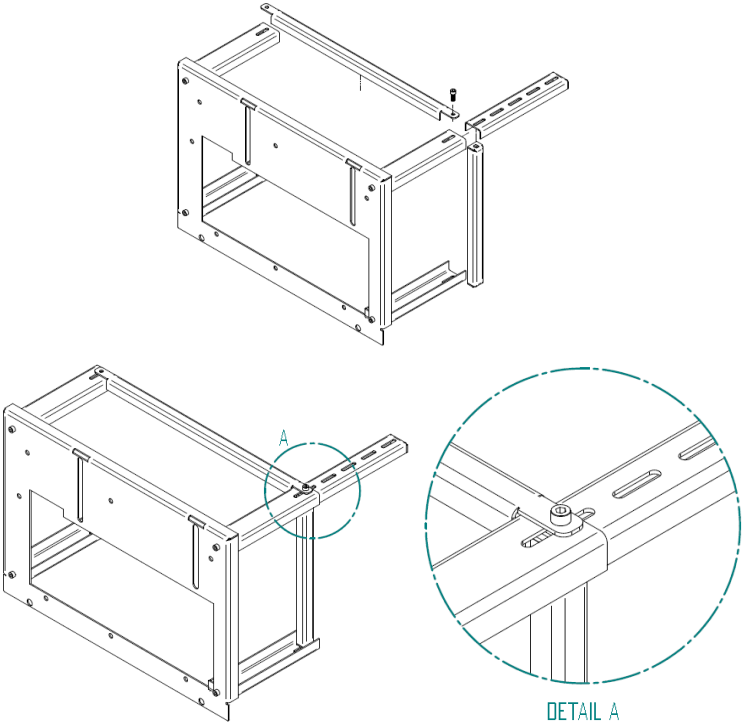

Figure 34 - Installation de la table-support
2. Mettre en place les traverses et le premier bras d'extension, comme sur la Figure 34. Les bras d'extension possèdent 5 trous, permettant de régler la table à la hauteur désirée. Fixer l'ensemble avec des vis DIN 912 M8x20mm. Ne serez pas la vis avec force, pour faciliter le reste de l'assemblage. Les rallonges de pieds ont 5 trous, vous devez choisir lequel utiliser, ainsi que la hauteur totale de la table.